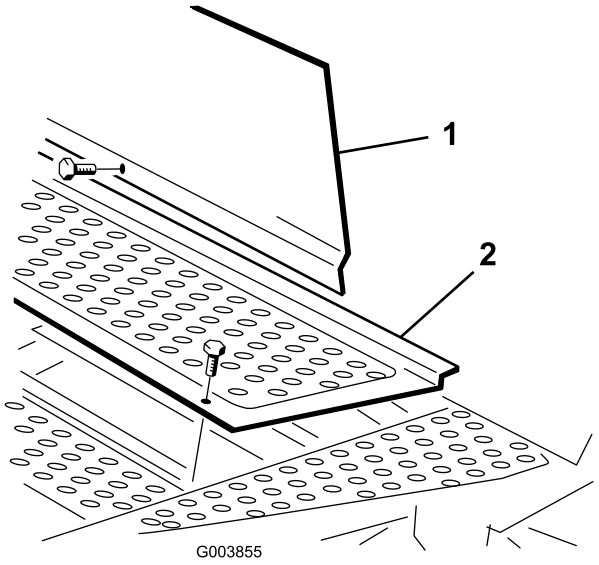

Figur 5
1. Lossa de fästelement som håller fast golvpanelens vänstra främre hörn och den vänstra änden av åtkomstpanelen mot ramen (Figur 5).
2. Byt ut golvpanelens fästelement mot en flänsskruv (5/16 x 5/8 tum) som medföljer bland de lösa delarna (Figur 5).
3. Byt ut åtkomstpanelens fästelement mot en flänsskruv (5/16 x 3/4 tum) som medföljer bland de lösa delarna (Figur 5).